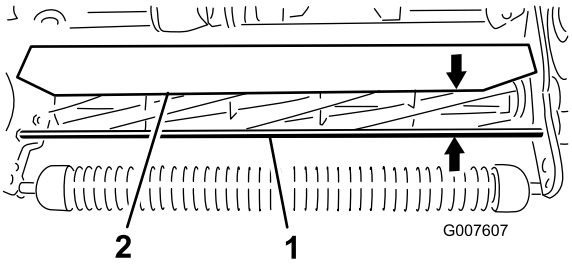

Figur 45
1. Mål afstanden fra toppen af den forreste støttestang til forkanten af afskærmningen i hver ende af klippeenheden (Figur 45).